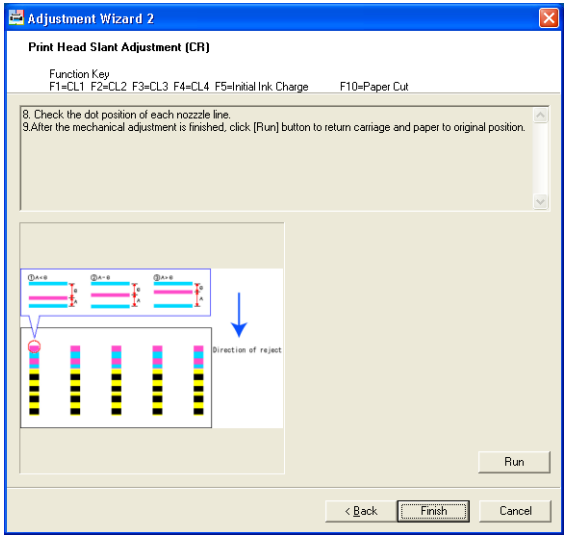

Figure 5-41. [Print Head Slant Adjustment (CR)] Screen (3)
- The two intervals are the same: No need to make the adjustment. Click the [Next] button twice to display the Screen 3 (Figure 5-41) and click the [Run] on the screen. The Carriage Unit will return to its home position and the roll paper will be reeled off.